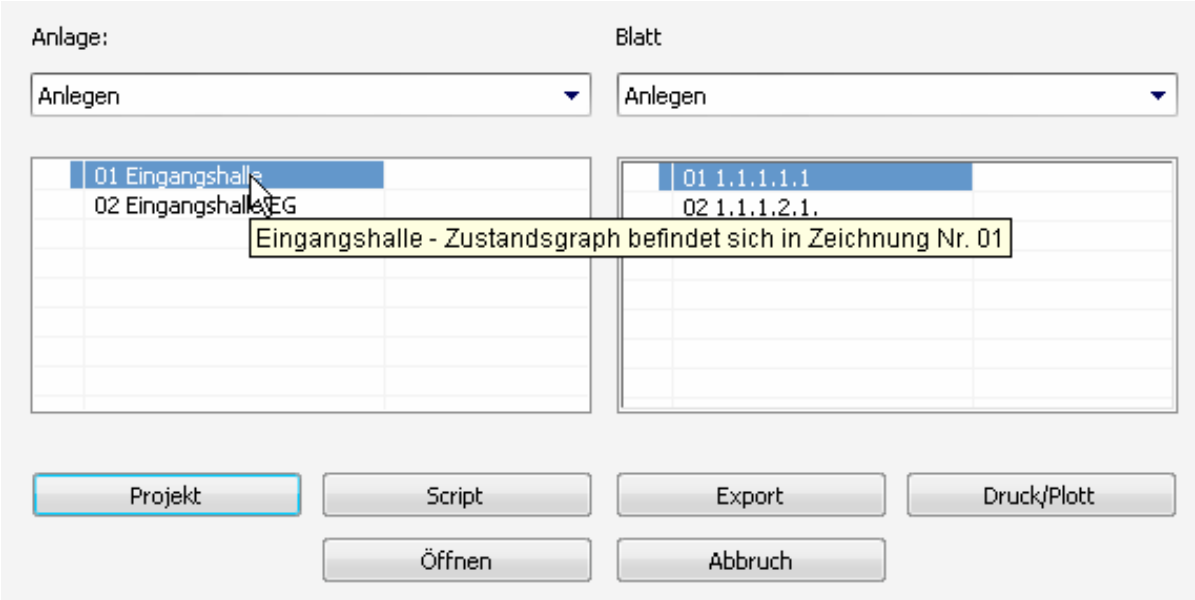

Bild 4.10 – Tooltipp bei vorhandenen Zustandsgraphen
- Zeichnungsverwaltung > Anlage Tooltipp mit Hinweis auf Blattnummer für Zustandsgraph (Abb. 4.10)